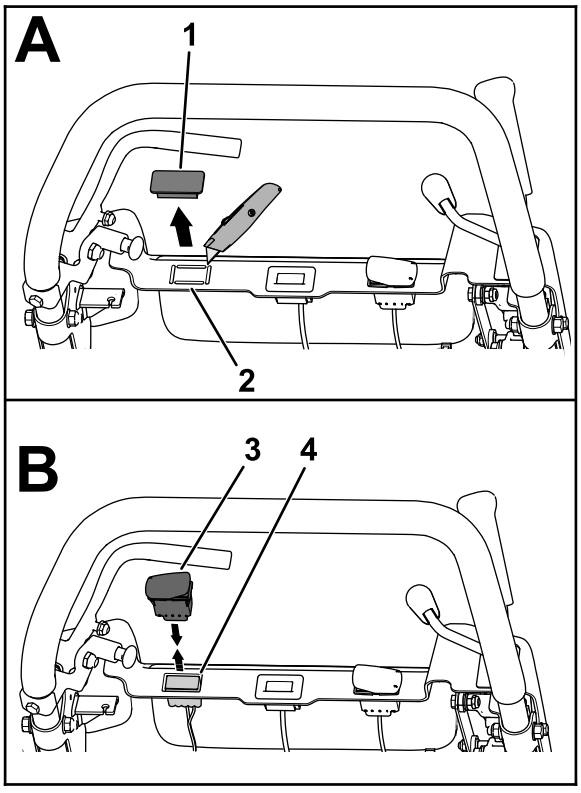

图22
1. 从控制面板左面的开口处拆除栓塞如配备图22。
3. 从控制面板的开口向上拉出机器线束的 10 插槽接头图22。
4. 将 2 位摇臂开关的 10 插脚接头接入机器线束的 10 插槽接头图22。